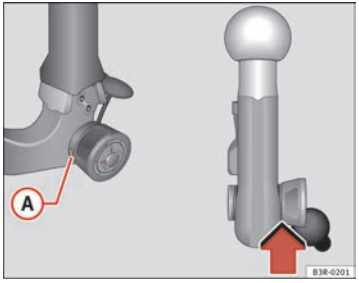

Fig. 157 Removable towing bracket: Safety check
– Check that the green marking (A) ⇒ page 204, fig. 157 on the knob is inside the black zone marked on the ball joint.